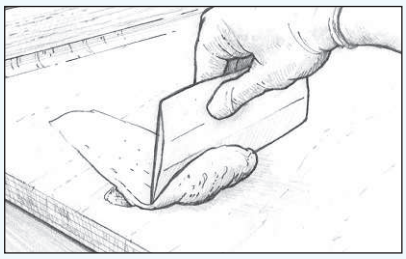

Figur 22 Jämna till epoxispacklet så att alla ytor fylls.
4. Spackla ut blandningen på den grundade ytan med ett spackelverktyg av plast. Var noga att fylla ut alla ojämnheter. Jämna till epoxispacklet så att det är lite högre än den omgivande ytan (Figur 22). Avlägsna överflödigt spackel innan det har härdat. Om spacklingen är tjockare än 12 mm, ska du spackla flera lager och låta